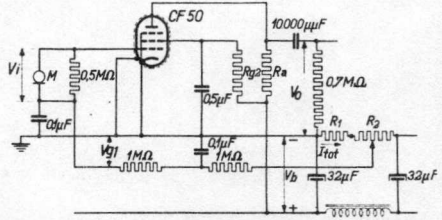

Fig.2
3) Siehe Schaltbild der Fig.2.
Voir le schema de la fig. 2.
See circuit diagram of fig.2.